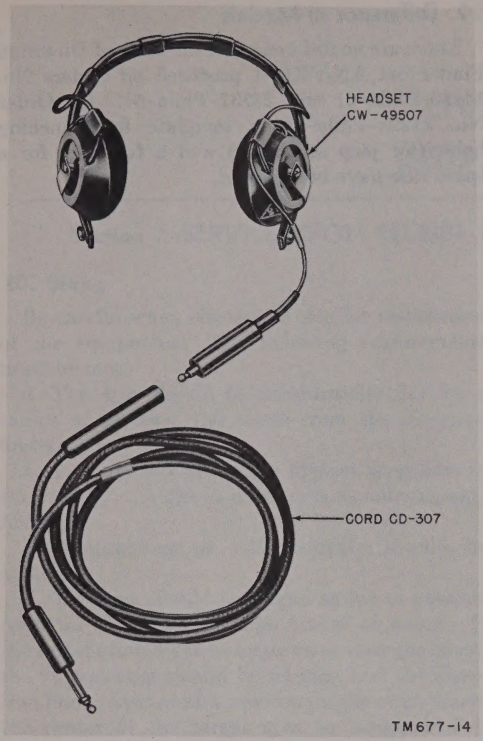

Figure 14. Headset and cord.
e. Headset. The headset (fig. 14) is a standard Navy type CW–49507 headset complete with Cord CD–307.